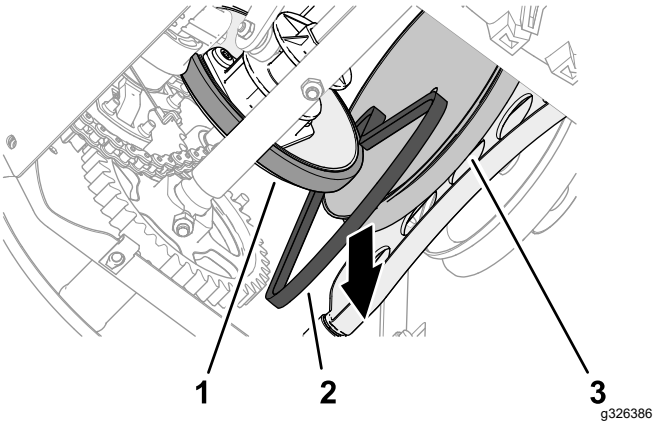

**Figure 48**
7. Déchaussez la courroie de déplacement entre la roue de friction et la poulie de déplacement, et déposez la courroie de la machine (Figure 48).